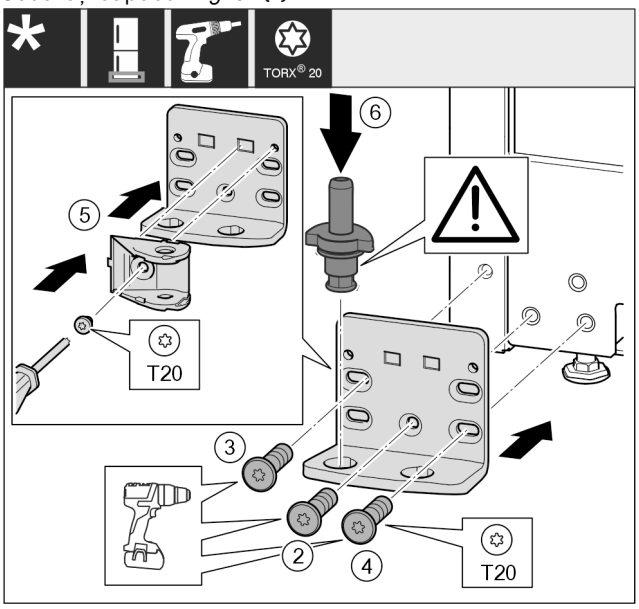

Fig. 32
- ▶ Aplicați suportul de lagăr pe partea opusă și înșurubați-l cu ajutorul unei șurubelnițe. Începeți cu șurubul *Fig. 32 (2)* de jos din centru.
- ▶ Înșurubați ferm șurubul *Fig. 32 (3)* și șurubul *Fig. 32 (4)*.
- ▶ Rotiți îmbinarea amortizorului de închidere *Fig. 32 (5)* cu 180°. Înșurubați pe partea opusă a suportului de lagăr cu șurubelnița.
- ▶ Introduceți complet bolțul de lagăr *Fig. 32 (6)*. Aveți grijă aici ca respectiva camă de fixare să fie îndreptată către înapoi.